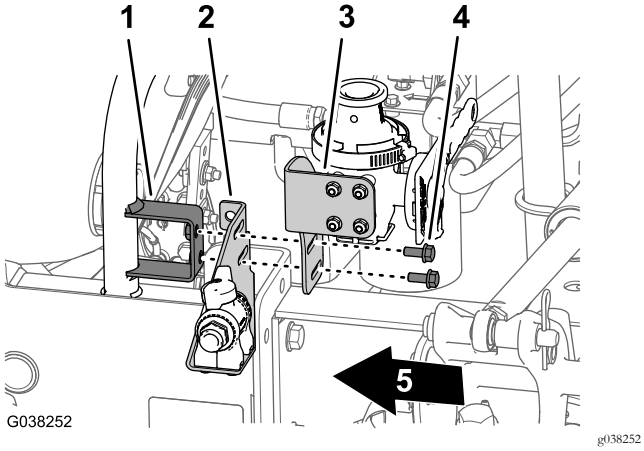

Figura 61
1. Alinhe as ranhuras no suporte da válvula de agitação e as ranhuras no suporte de corte do misturador com os furos na montagem para o suporte da válvula de aceleração (Figura 61).
2. Monte o suporte da válvula de agitação e o suporte de corte do misturador na montagem para o suporte da válvula de aceleração (Figura 61) com 2 parafusos de cabeça flangeada (5/16 pol. x ¾ pol.).